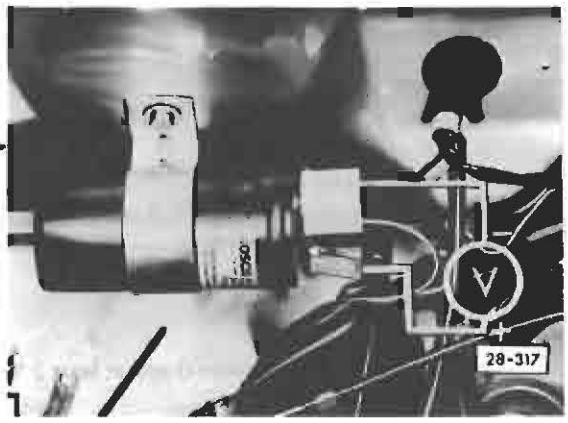

Fig. 6 Ignition coil
⑦ Hall control unit checking
- connect voltmeter to coil terminals 1 and 15 (see Fig. 6)